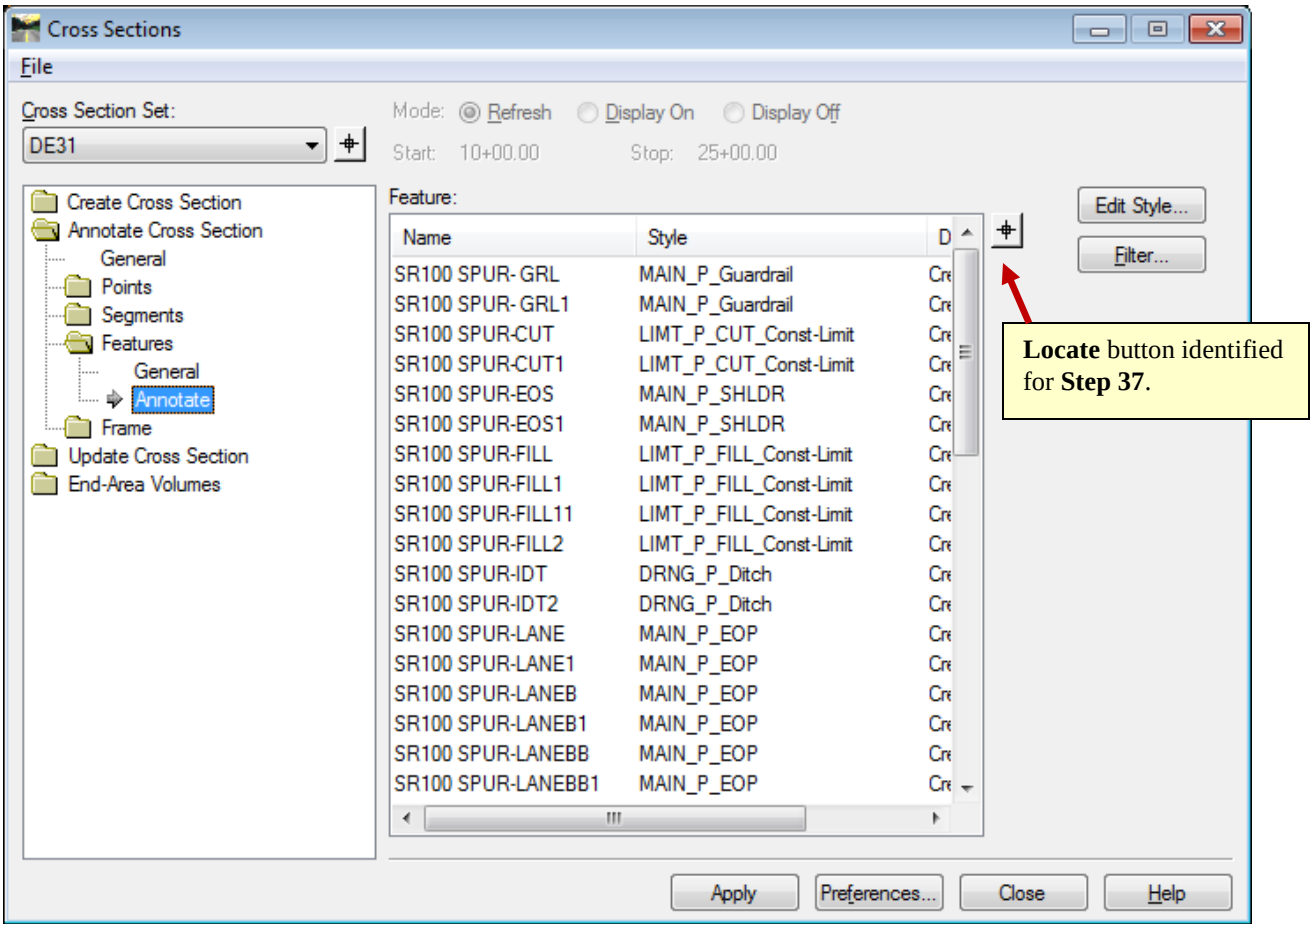
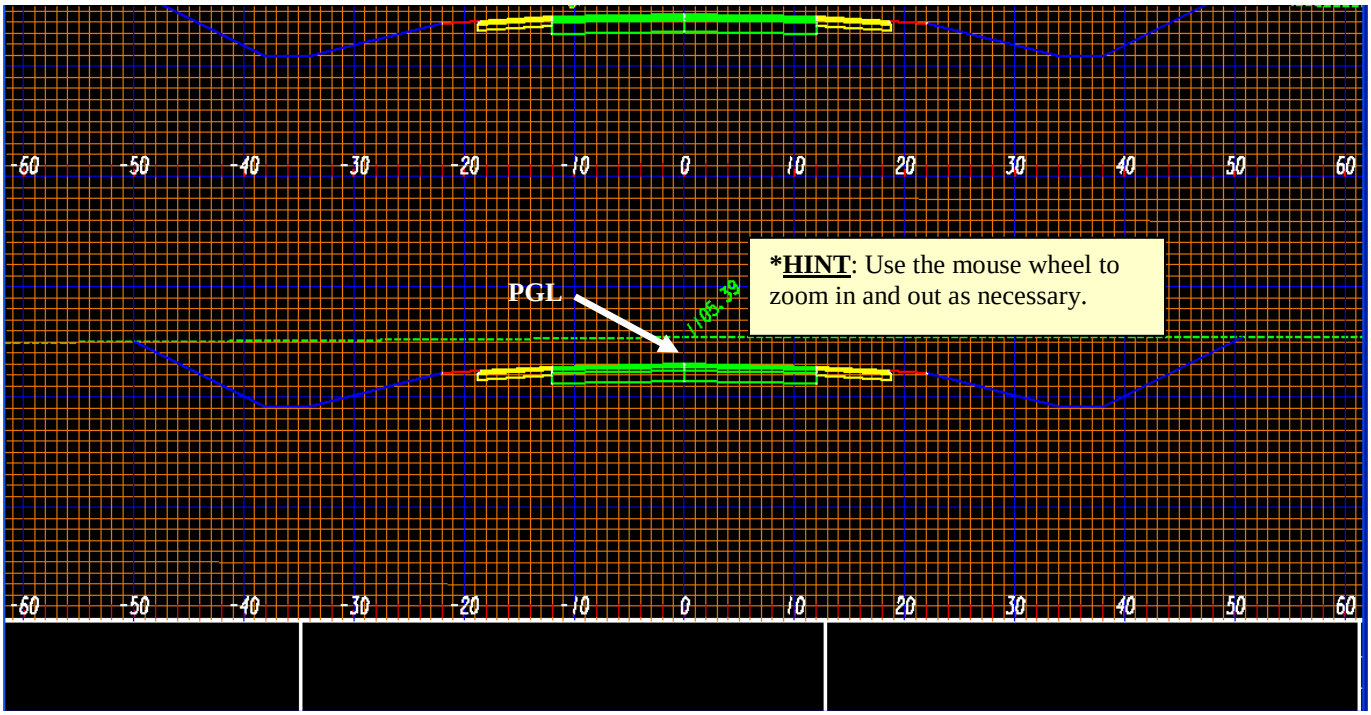
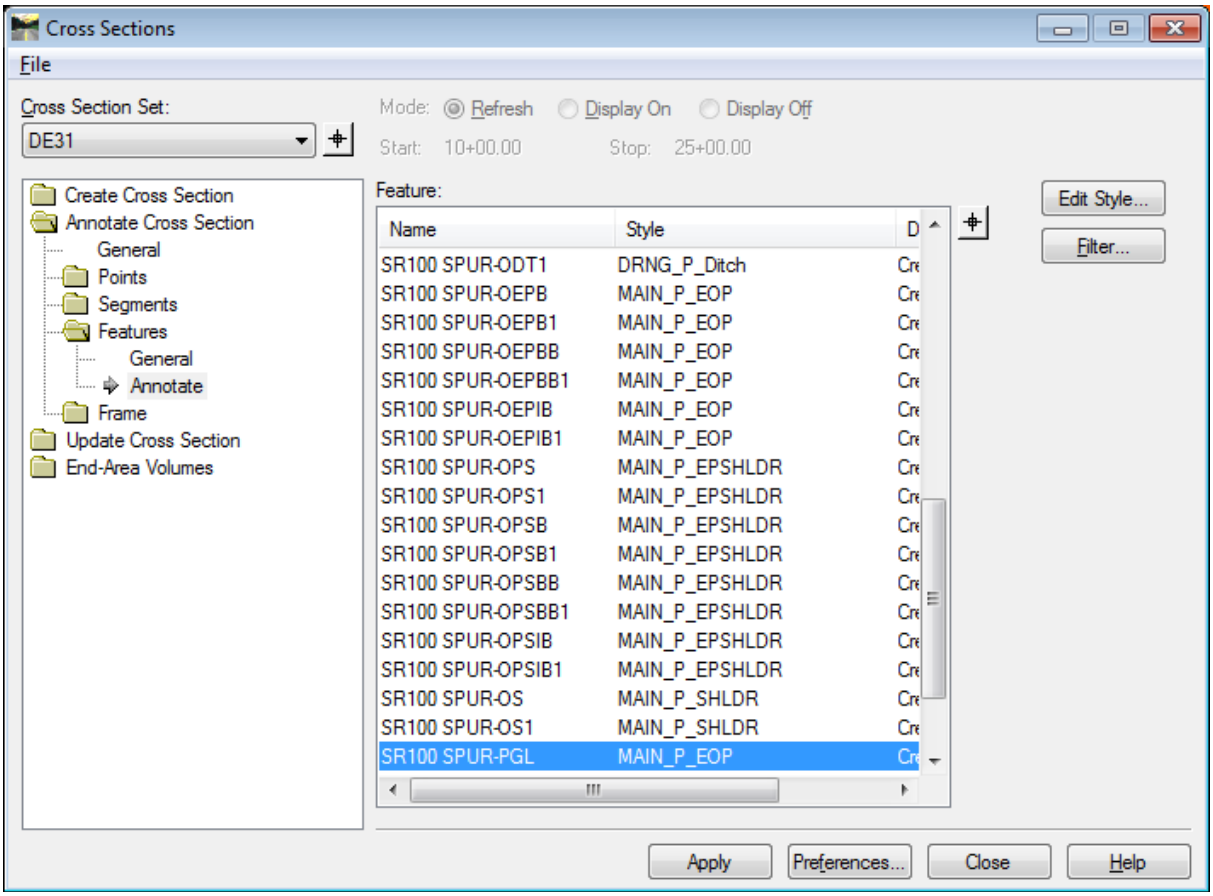
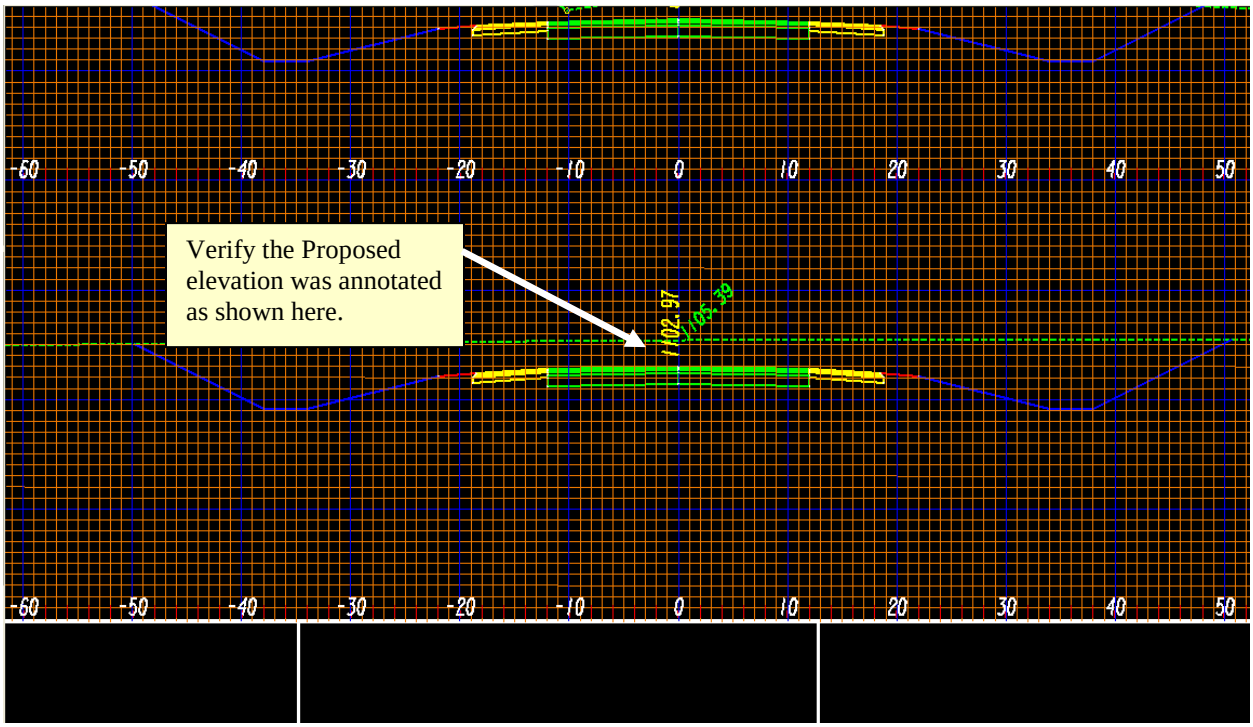

Figure L9-19 Annotate Cross Section
Figure L9-20 MicroStation View Window
Figure L9-21 Annotate Cross Section
Figure L9-22 MicroStation View Window
- Left click on **Select None**. This unselects all selections as shown in *Figure L9-19*.
37.	**Select the Feature that will Annotate the Proposed Profile Grade Elevations and Annotate the Elevation.** • In the **Annotate Cross Section** folder, click the **Locate** button identified in **Figure L9-19** above next to the **Feature:** field. The **Cross Sections** dialog disappears and the MicroStation Window becomes active. • Notice in the bottom left corner of the MicroStation Window you are prompted to **>Select Feature**. Left click on the Crown Point identified as **PGL** as shown in *Figure L9-20*. • Notice in the bottom left corner of the MicroStation Window you are prompted to **<Accept/Reject** the Feature. Left click again in the MicroStation Window to accept. You are returned to the **Cross Sections** dialog and the Feature **SR100 SPUR-PGL** is selected as shown in *Figure L9-21*. • Verify the Feature **SR100 SPUR-PGL** is highlight in blue as shown in *Figure L9-21*. • Click **Apply** but do **not** close the **Cross Sections** dialog. • Verify the Proposed Elevation was annotated as shown in *Figure L9-22*.